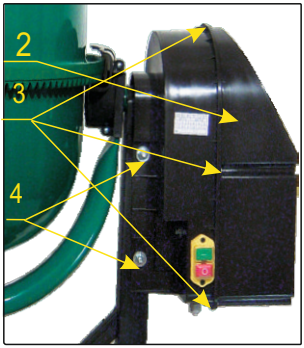

Рис. 6
5.1. Розгвинтити гвинти корпусу приводу (3) див. «Інструкція по заміні комплектуючих» (Рис. 6) і зніміть кришку корпусу (5.2) Рис. 4.
Зняти кришку корпусу приводу 2 (Рис. 6), відкрутивши шурупи 3.